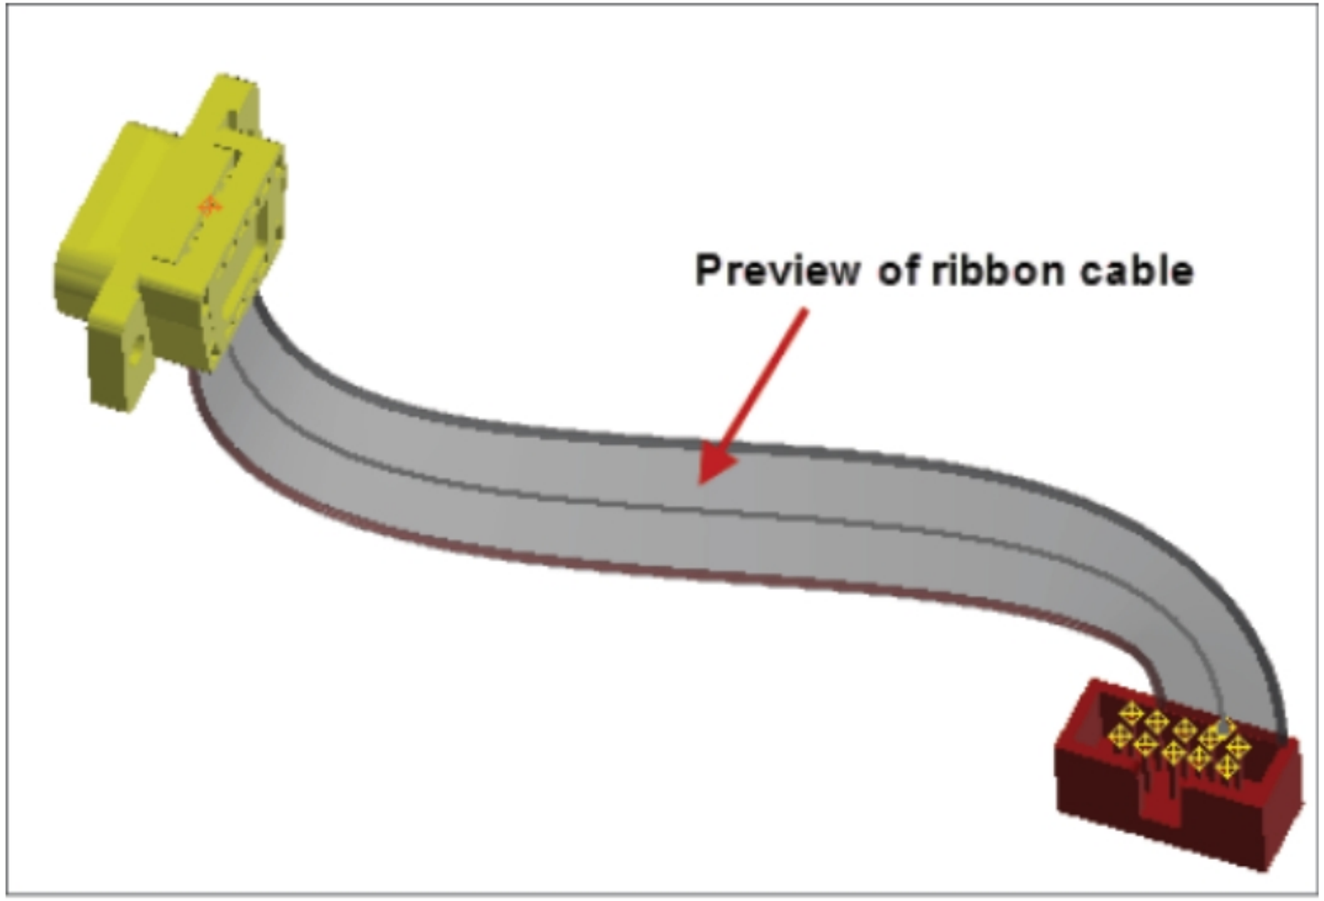

Figure-55. Preview of ribbon cable
- Click on the **OK** button. Preview of the cable will be displayed; refer to Figure-55. Also, you are asked to select vertex, point, edge, or face to modify path of cable.